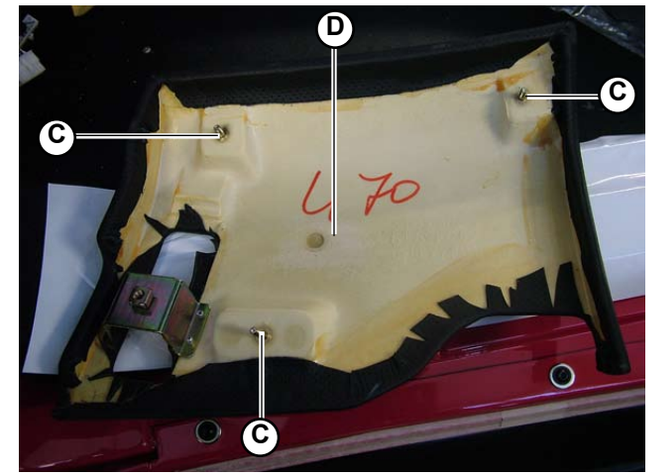

Fig.7
2. Unscrew the 3 stud bolts (**C-Fig.7**) securing the lower dashboard assembly (**D-Fig.7**).